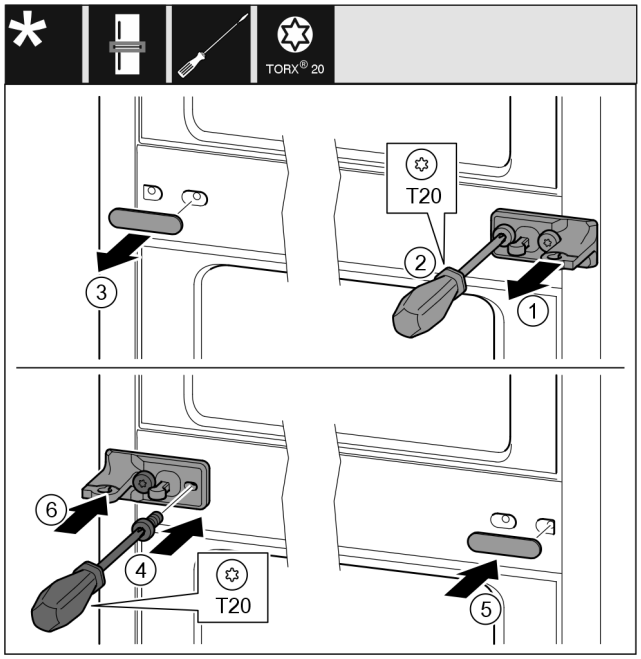

Fig. 43
▶ Extrageți șaiba *Fig. 43 (1)*.
▶ Demontați șuruburile *Fig. 43 (2)* cu șurubelnița.
▶ Desprindeți cu precauție capacul *Fig. 43 (3)*.
▶ Înșurubați ferm pe cealaltă parte suportul de lagăr cu folie *Fig. 43 (4)* rotit cu 180°.
▶ Atașați pe cealaltă parte capacul *Fig. 43 (5)* rotit cu 180°.
▶ Montați șaiba *Fig. 43 (6)* din față.